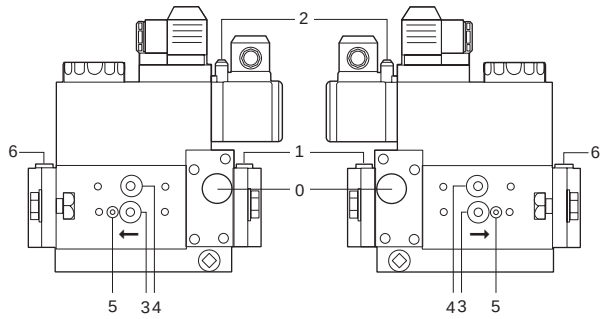
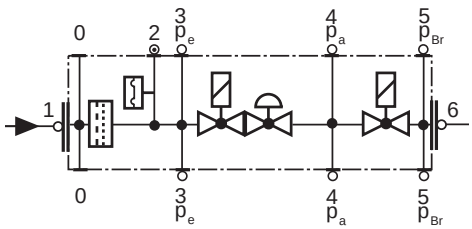

Fig. 26
Fig. 27
- Change the filter if the pressure difference between pressure connection 1 and 3 (Fig. 26-Fig. 27)is $\Delta p > 10$ mbar.
- Change the filter if the pressure difference between pressure connection 1 and 3 (Fig. 26-Fig. 27) is twice as high compared to the last check.